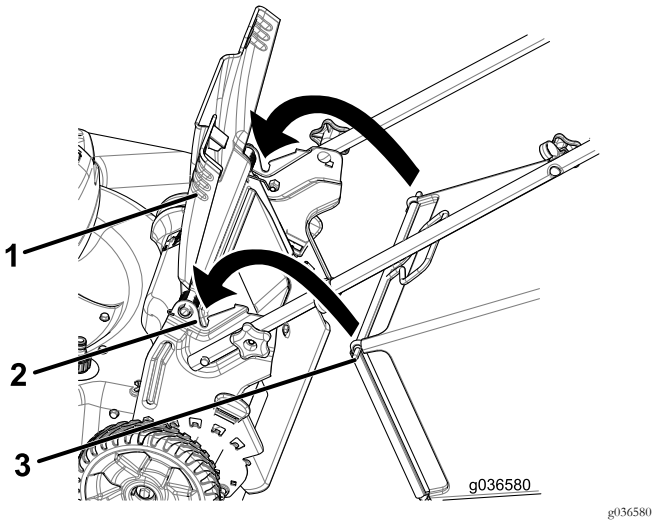

Figuur 25
1. Zet de afvoergeleider aan de achterzijde omhoog en houd hem in deze stand (Figuur 25).
2. Plaats de grasvanger en zorg ervoor dat de pennen van de zak in de inkepingen op de handgreep rusten (Figuur 25).